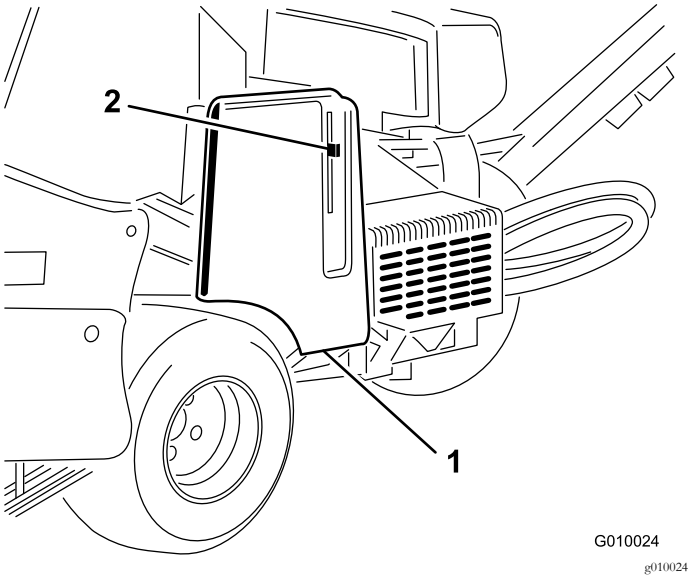
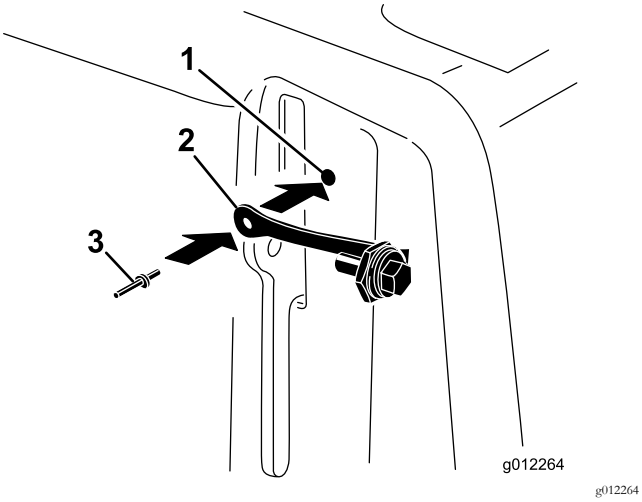

**Figur 8**
**Figur 9**
1. Finn hullet i remdekselet ved siden av låsespaken (Figur 8 og Figur 9).
2. Bruk hullet i remdekselet og monter snorenheten med en popnagle (Figur 9).